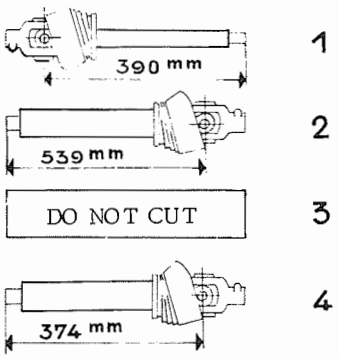
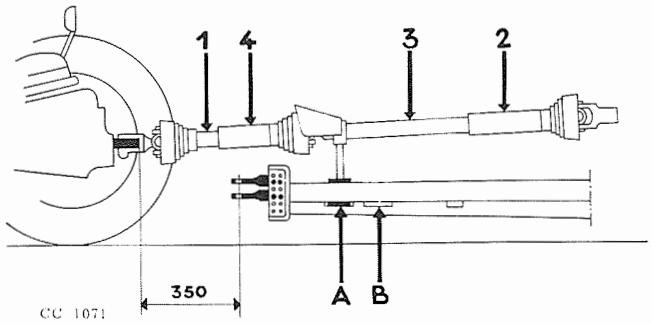

Fig. 4 - Lengths of U-joint shafts
Fig. 5 - Hitching the baler at 13.7 in. (350 mm) distance
2) When the hitching distance measures 13.7 in. (350 mm) the U-joint shafts 1, 2 and 4 on the baler side (see fig. 5) must be cut off to lengths as shown in fig. 4. The original lengths of the different shafts are: shaft 1 (DC 14441) 24.6 in. (625 mm), shaft 2 (DC 14466) 23.9 in. (609 mm), shaft 3 (AC 12645 CX - AC 12643 CX) is to be used with original length, shaft 4 (DC 14667) 15.9 in. (405 mm). AFTER LOCATING THE SUPPORT AT "A", ASSEMBLE POWERSHAFTS AS SHOWN IN FIG. 5.